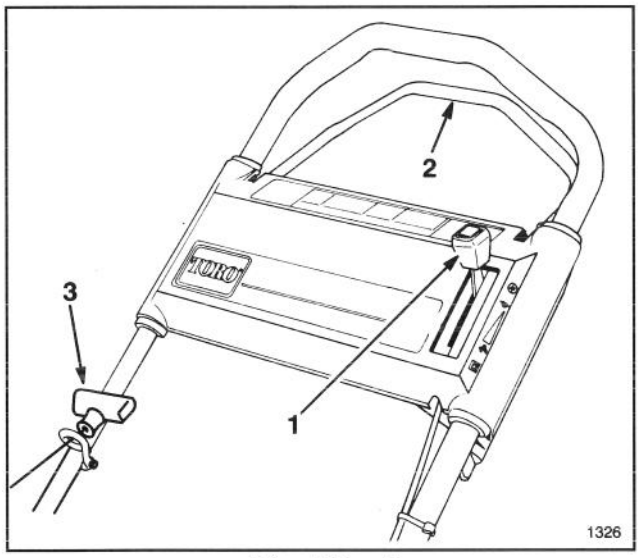

Afbeelding 7
BEDIENING - Gasregelknop, bedieningsstang voor zelfaandrijving (alleen op model met zelfaandrijving) en repeteerstarter bevinden zich op de bovenste handgreep (Fig. 7).
2. STARTEN—Zet de gasklep op ⊠ CHOKE (Afb. 7). Trek aan de repeteerstarter tot het touwtje strak zit. Trek vervolgens krachtig om de motor te starten. Als de motor start, de gasklep op 🐇 "snel" zetten of de rijsnelheid naar wens afstellen.
3. STOPPEN—(Afb. 7) Om de motor uit te schakelen, de gasklep achteruit in de ⊗ ENGINE OFF stand zetten. Trek de draad uit de bougie wanneer de maaier onbewaakt wordt achtergelaten of niet wordt gebruikt.